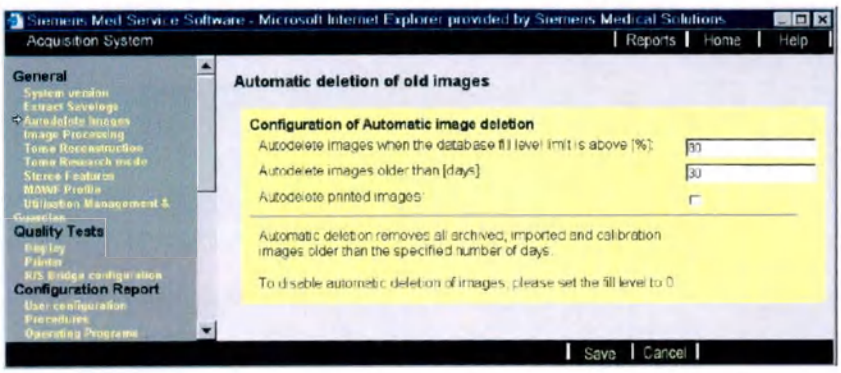

**Рисунок 2. Рентгенографическая система**
- и возраст всех изображений превышает заданный срок хранения (см. рисунок 2, где это значение составляет 30 дней)
- возраст всех изображений превышает заданный срок хранения (см. рисунок 2, где это значение составляет 30 дней) и
Изображения калибровки и пары изображений удаляются, если их возраст превышает заданный срок хранения (см. рисунок 2, где это значение составляет 30 дней) и отсутствует пометка защиты ("Prot" в окне **Patient Browser** (Браузер пациентов)).
6 По умолчанию для настройки конфигурации автоудаления напечатанных изображений задано значение NO (Нет) (см. рисунок 2), то есть напечатанные изображения по умолчанию не удаляются.